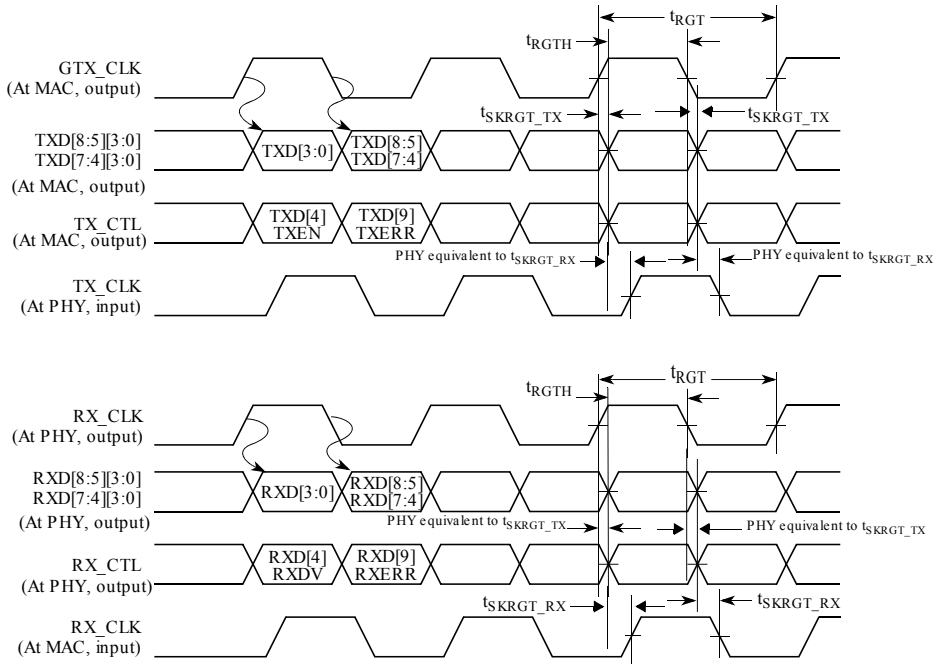

Figure 25. RGMII AC timing and multiplexing diagrams
1. The frequency of ECn_RX_CLK (input) should not exceed the frequency of ECn_GTX_CLK (output) by more than 300 ppm. 2. This implies that PC board design will require clocks to be routed such that an additional trace delay of greater than 1.5 ns is added to the associated clock signal. Many PHY vendors already incorporate the necessary delay inside their device. If so, additional PCB delay is probably not needed. 3. For 10 and 100 Mbps, t_{RGT} scales to 400 ns ± 40 ns and 40 ns ± 4 ns, respectively. 4. Duty cycle may be stretched/shrunk during speed changes or while transitioning to a received packet's clock domains as long as the minimum duty cycle is not violated and stretching occurs for no more than three tRGT of the lowest speed transitioned between. 5. Applies to inputs and outputs. 6. The system/board must be designed to ensure this input requirement to the chip is achieved. Proper device operation is guaranteed for inputs meeting this requirement by design, simulation, characterization, or functional testing. 7. In general, the clock reference symbol representation for this section is based on the symbols RGT to represent RGMII timing. Note that the notation for rise (R) and fall (F) times follows the clock symbol that is being represented. For symbols representing skews, the subscript is skew (SK) followed by the clock that is being skewed (RGT). 8. See Figure 25.